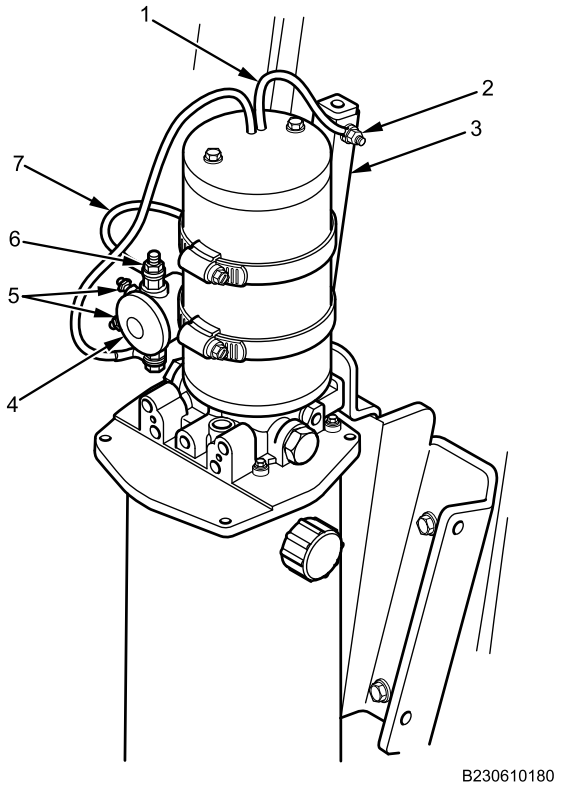

Figure 4. Rear Door/Ramp Solenoid Connections.
3. Install two feed wires to solenoid (Figure 4, Item 4) with two new lockwashers and two nuts (Figure 4, Item 5). Tighten nuts securely.
4. Install solenoid battery wire (Figure 4, Item 7) to solenoid (Figure 4, Item 4) with new lockwasher and nut (Figure 4, Item 6). Tighten nut securely.
5. Install ground wire (Figure 4, Item 1) on door/ramp motor bracket (Figure 4, Item 3) with new lockwasher and nut (Figure 4, Item 2). Tighten nut securely.